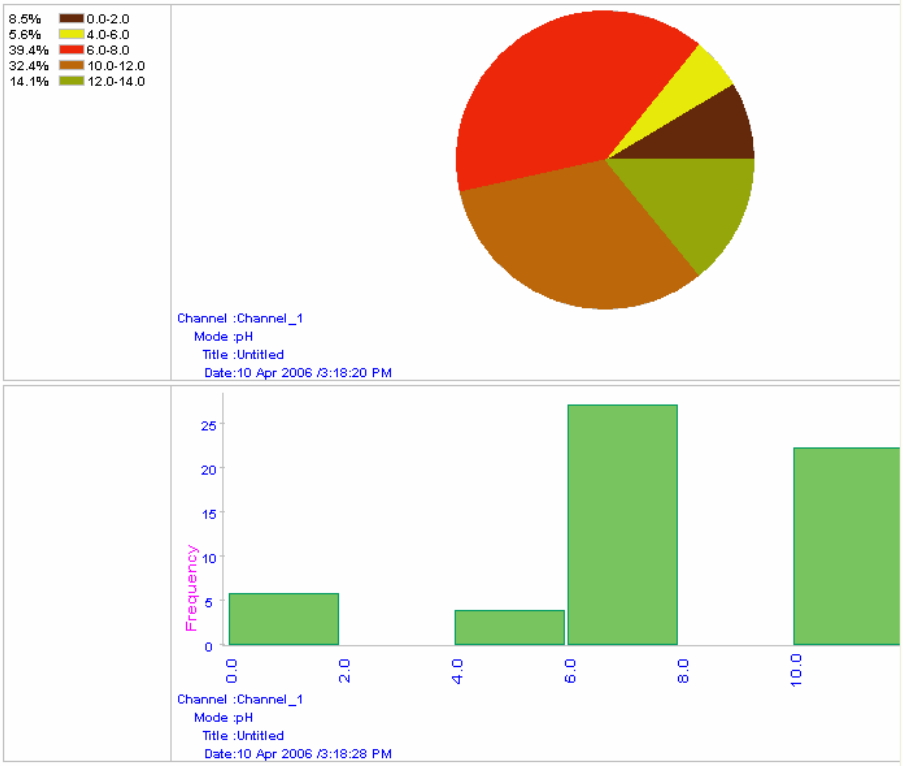

Figure 37 : Pie Chart & Histogram
9. Click **OK** to conform your selections. The system generates the graphical report based on the selections you made. (Figure 37). The new graphical report is added to **Available Reports** list. System notifies you if there is no sufficient or matching data available in the XLComm for the selected channel/parameter or data selection criteria.